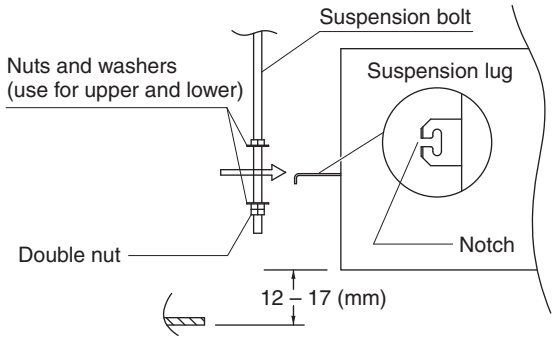

Fig. 2-33
(3) Thread the 3 hexagonal nuts and 2 washers (field supply) onto each of the 4 suspension bolts as shown in Fig. 2-33. Use 1 nut and 1 washer for the upper side, and 2 nuts and 1 washer for the lower side, so that the unit will not fall off the suspension lugs.
(4) Adjust so that the distance between the unit and the ceiling bottom is 12 to 17 mm. Tighten the nuts on the upper side and lower side of the suspension lug.
(5) Remove the protective polyethylene used to protect the fan parts during transport.
(6) Check with a tape measure or carpenter's level.